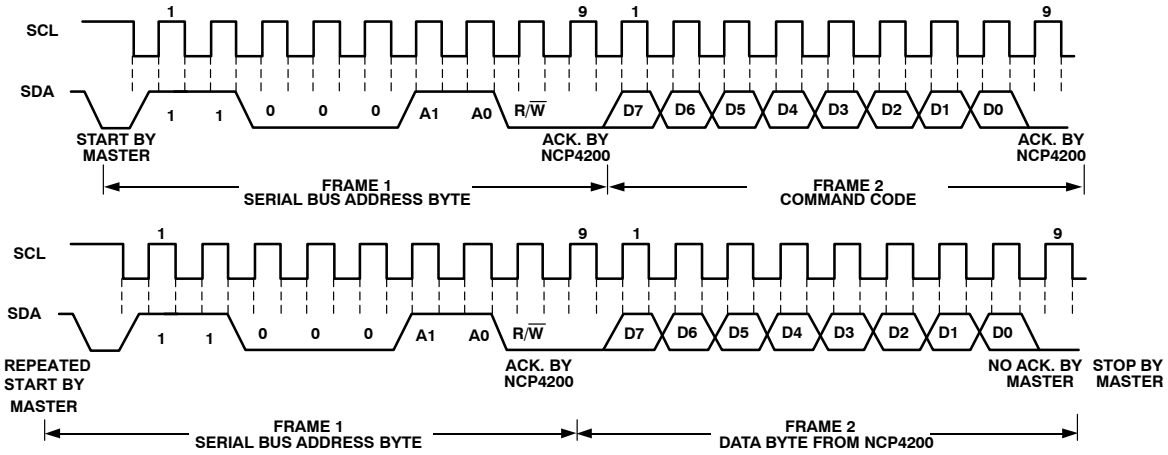

Figure 13. Read Byte
1. The read byte operation is shown in Figure 13. First the command code needs to be written to the NCP4200 so that the required data is sent back. This is done by performing a write to the NCP4200 as before, but only the data byte containing the register address is sent, because no data is written to the register. A repeated start is then issued and a read operation is then performed consisting of the serial bus address; R/$\overline{W}$ bit set to 1, followed by the data byte read from the data register.